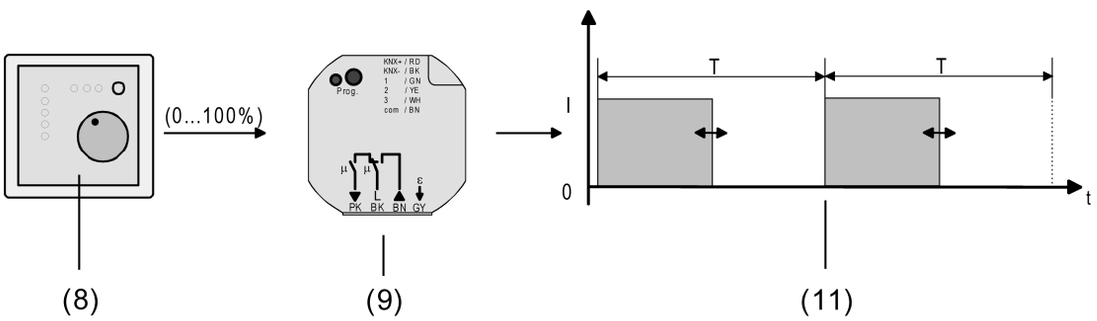

Figura 33: Principio di grandezza regolante con grandezza regolante continua
(8) Regolatore di temperatura ambiente (RTA) (grandezza regolante a "1 bit")
(9) Attuatore comb.
(10) Segnale d'uscita a commutazione per azionamenti valvole
Il telegramma valore ricevuto tramite l'oggetto a 1 byte "Grandezza regolante" viene convertito dall'apparecchio, in modalità normale, in un segnale di commutazione equivalente con modulazione a larghezza d'impulsi in corrispondenza delle uscite valvola (figura 33). Il valore medio del segnale d'uscita risultante da questa modulazione, nel rispetto del tempo di ciclo impostabile nell'apparecchio (T), indica la posizione media della valvola di regolazione e rappresenta dunque un riferimento per la temperatura ambiente impostata (v. "Modulazione a larghezza d'impulsi con grandezze regolanti continue e posizioni nominali valvola continue").